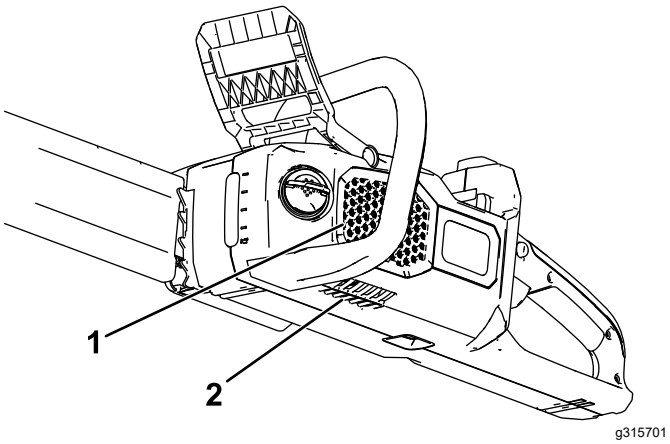

Figur 6
1. Sørg for, at lufthullerne på kædesaven er fri for støv og snavs (Figur 6).